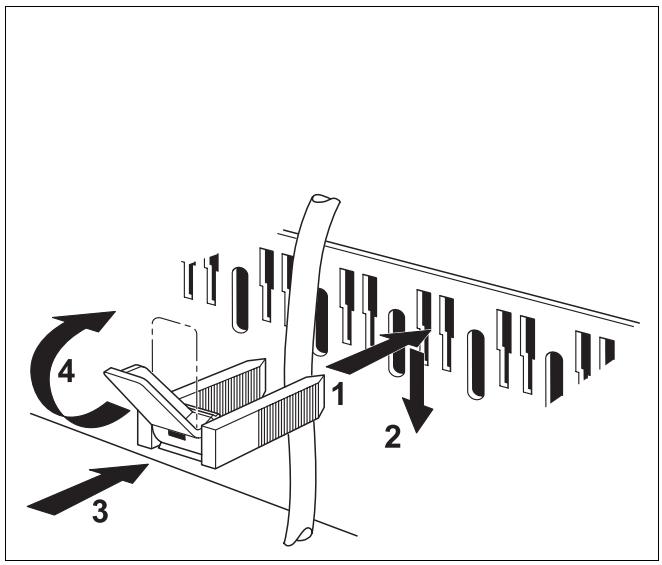

Afb. 7 Kabeldoorvoer en trekontlasting
- Plaats de trekontlasting, zoals aangegeven in afb. 7, met ingelegde leiding langs boven in de sleuf van het klemmenframe (afb. 7, **stap 1**).
- Schuif de trekontlasting naar onder (afb. 7, **stap 2**).
- Druk tegen (afb. 7, **stap 3**).
- Klap de hendel om (afb. 7, **stap 4**).